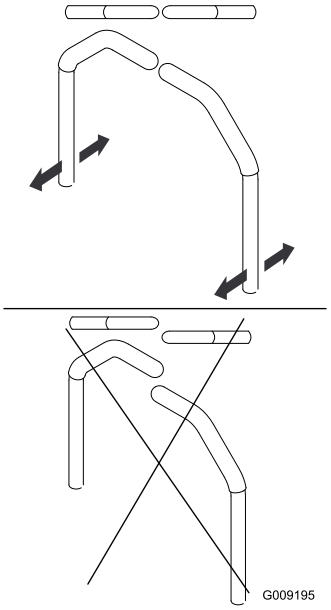

Figur 81
4. Juster håndtagenes position på langs ved at sætte håndtagene sammen i neutral position og skubbe til dem, indtil de er placeret korrekt. Stram derefter boltene (Figur 81).